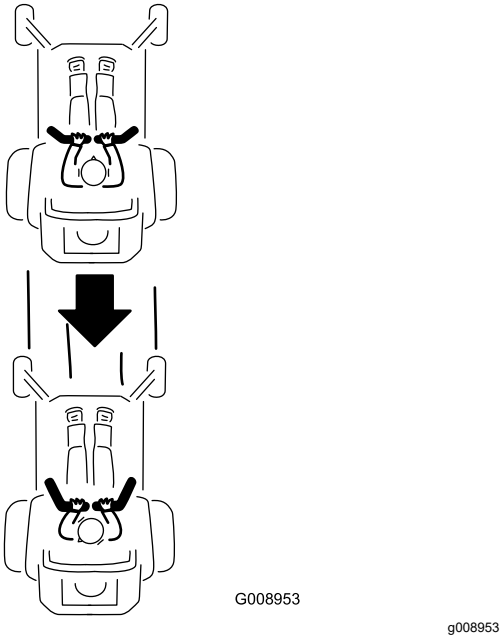

Figur 27
2. Skyv bevegelseskontrollspakene forsiktig bakover for å gå i revers (Figur 27).